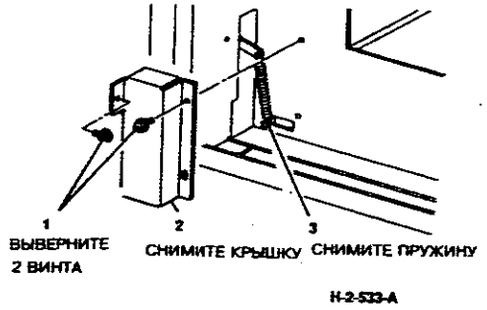

**Рисунок 1. Снятие пружины**
3. (Рисунок 1) Снимите пружину активатора датчика исходного положения ячеек.